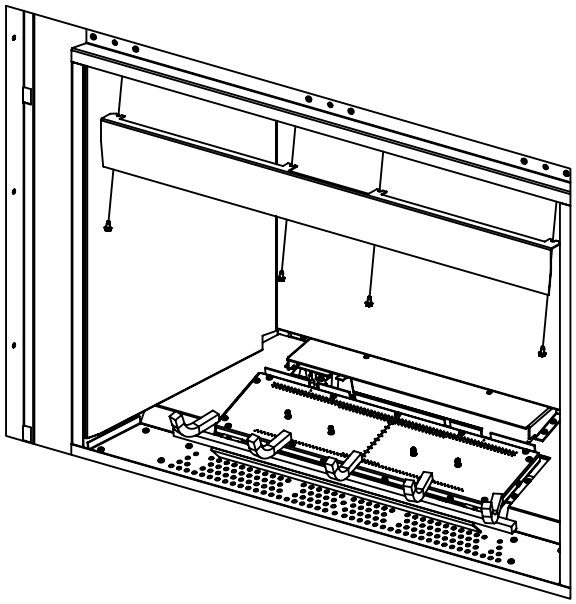

Figure 53: Light Deflector Removal
Step 2. Remove light deflector by loosening four retaining screws with a 5/16 socket (see Figure 53).